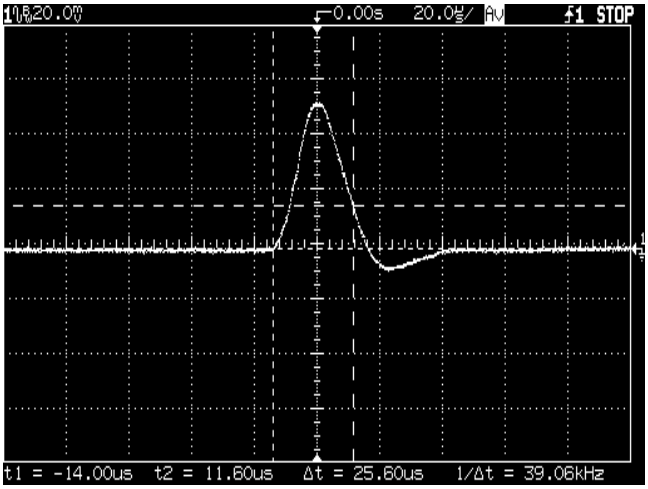

Figure A-4 Transient Response Time
5. Adjust the oscilloscope to display transients as shown in Figure A-4. Note that the pulse width (t2 - t1) of the transients at 15 mV from the base line is no more than 50 µsec for the output.